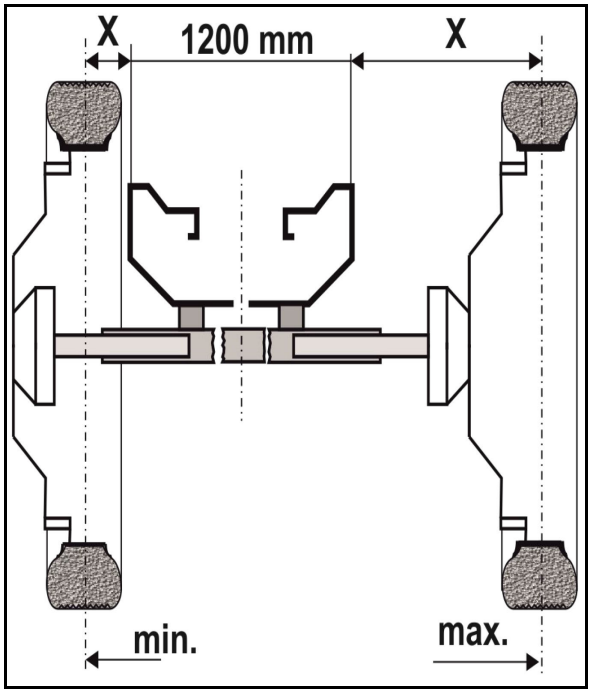

Rys. 104
5. Połówki osi wsunąć lub wysunąć do żądanej pozycji. W tym celu ustalić miarę "x" od zewnętrznej krawędzi ramy (Rys. 104/1) do środka koła opryskiwacza i odpowiednio wsunąć lub wysunąć połówkę osi.